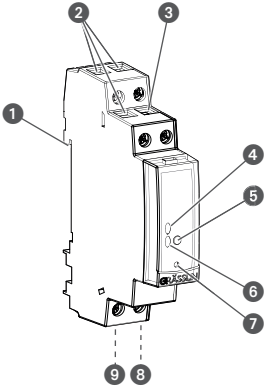

Fig. 1: Interruptor horario de carril DIN
El interruptor horario de carril DIN es un interruptor horario que puede montarse en un carril DIN (fig. 1/❶) por medio de un sistema de montaje rápido; sirve para controlar el aparato conectado a él. El interruptor horario de carril DIN dispone de 1 canal y puede manejarse a través de un botón de mando (fig. 1/❺). El estado del interruptor horario de carril DIN se muestra mediante 2 LED (fig. 1/❹ y ❻). El interruptor horario de carril DIN puede programarse desde un dispositivo móvil a través de una app o un software para PC. La frecuencia de la señal de radio es de 2,4 GHz y la potencia máxima de emisión de 1,8 mW.